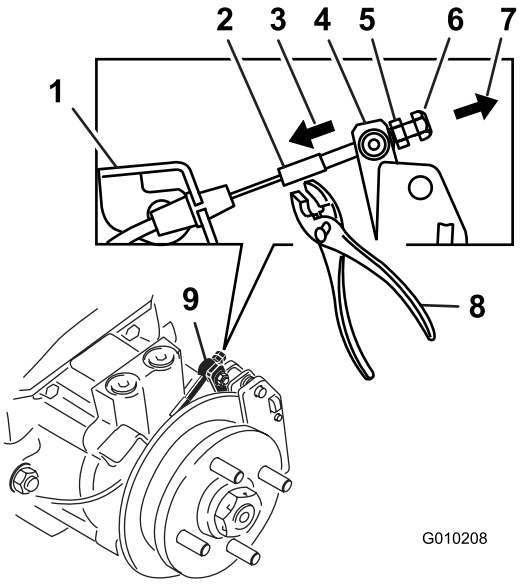

Figur 71
9. Använd handen för att skjuta bromsokets reglagearm för att koppla in bromsbeläggen på rotorn tills reglaget stannar (Figur 71).
10. Håll fast reglaget i stoppläget och använd den andra handen för att dra vajerns gängade ände tätt genom lekaren. Snurra standardmuttern mot lekaren (Figur 71).